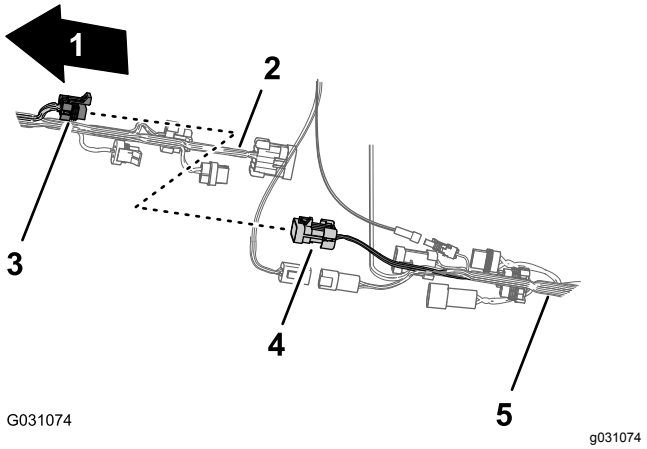

Figur 88
2. Koble kontakten med ti sokler i den fremre ledningssatsen for spreder/ledningssats-sammenkoblingen til kontakten med ti pinner i den bakre ledningssatsen for spreder/ledningssats-sammenkoblingen (Figur 88).